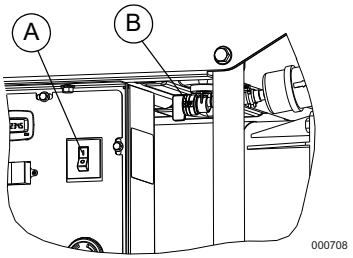
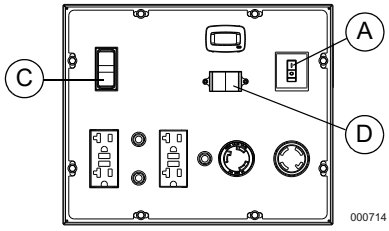

Figure 3-2.Main Breaker Switch and Fuel On/Off Valve
Figure 3-4.Engine Run/Stop Switch
3. Turn main breaker switch Off (A). See ***Figure 3-2***.
4. Turn fuel valve On (B). See ***Figure 3-2***.
6. See ***Figure 3-4***. Press control panel engine Run/Stop switch to Run (C).
1. Allow engine to run for at least 10 seconds, then turn main breaker On (A). See ***Figure 3-2*** or ***Figure 3-4***.
2. Select voltage rating with voltage selector (D). See ***Figure 3-4***.
1. Turn main breaker switch to Off (A). See ***Figure 3-2*** or ***Figure 3-4***.
4. Turn fuel valve On (A). See ***Figure 3-2***.
7. Press and hold the Engine Start switch (C) until engine starts. See ***Figure 3-4***. Release Engine Start switch if engine does not start within 5 seconds. If engine does not start within 5 seconds, review start-up procedure again before attempting start. If problems persist, refer to ***Troubleshooting***.
9. Select voltage rating with Voltage Selector (D).